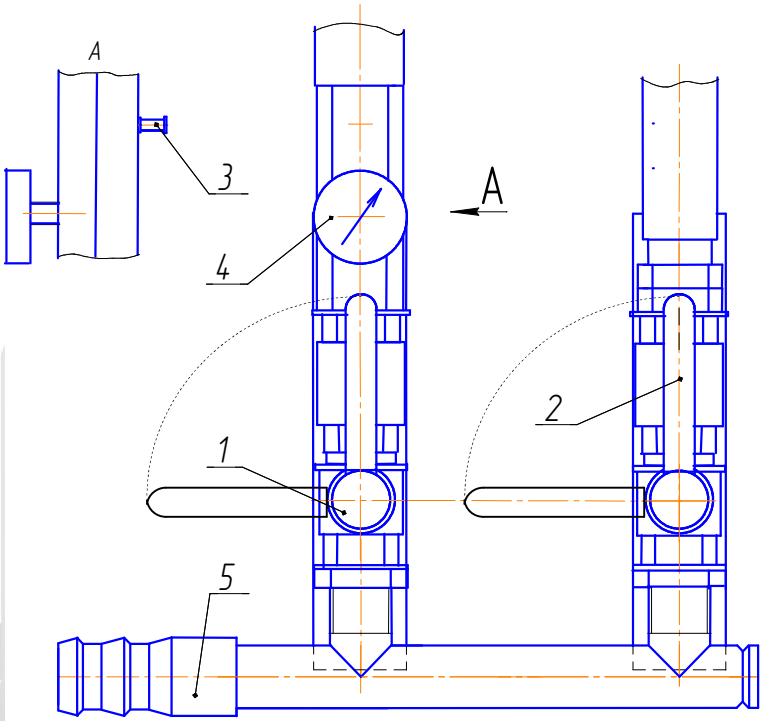

Рис. 8 – Пневмопанель. Общий вид
10.3.2. Краны (1), (2) - (рис. 8) должны быть ЗАКРЫТЫ;